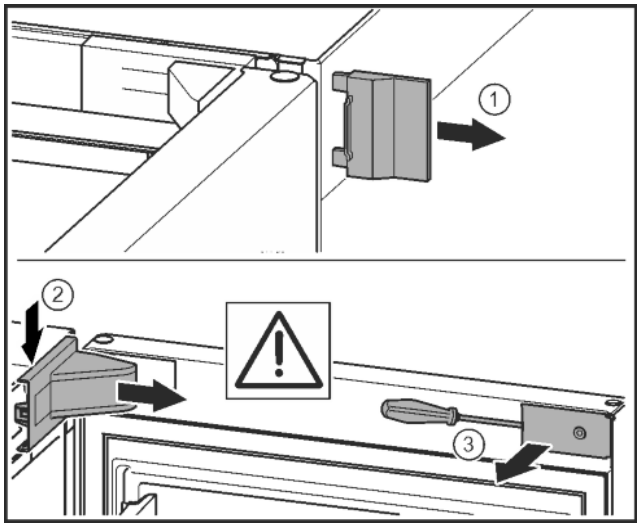

Fig. 9
▶ Buitenste afdekking verwijderen. *Fig. 9 (1)*
▶ Lagerbusafdekking ontgrendelen en losmaken. Afdekking van de lagerbus verwijderen. *Fig. 9 (2)*
▶ Paneel met de sleufschroevendraaier losmaken en naar de zijkant draaien. *Fig. 9 (3)*